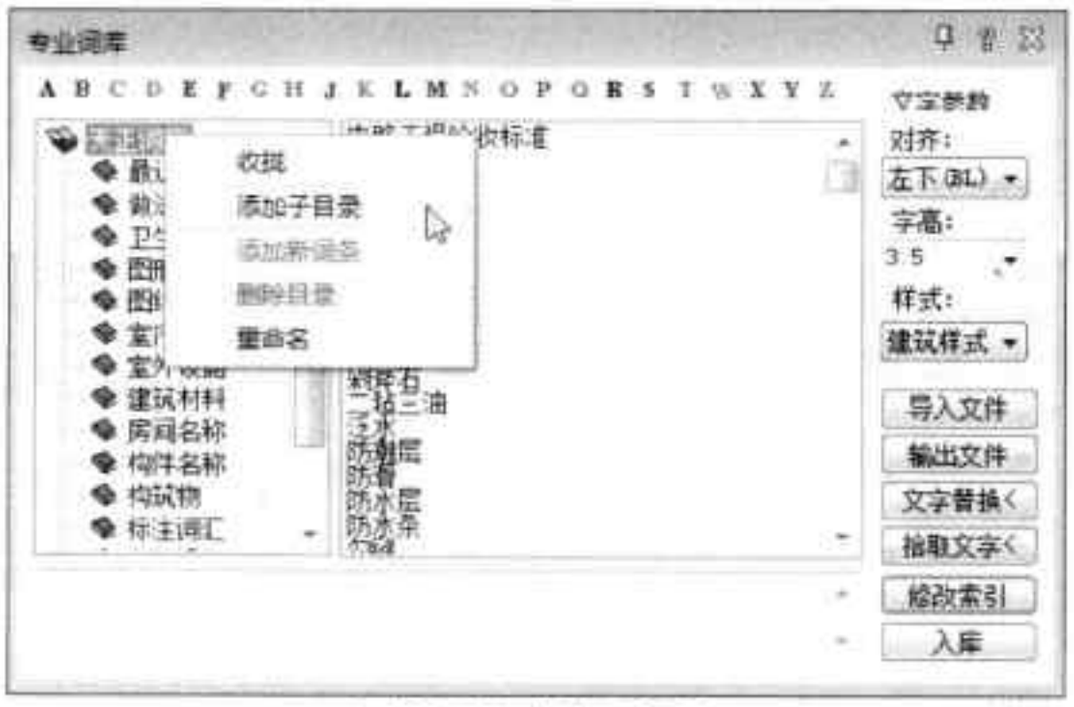

图17-11 添加子目录
Step 01 执行“文字表格 > 专业词库”命令，打开“专业词库”对话框，在词库目录列表中，单击鼠标右键，选择“添加子目录”选项，如图 17-11 所示。